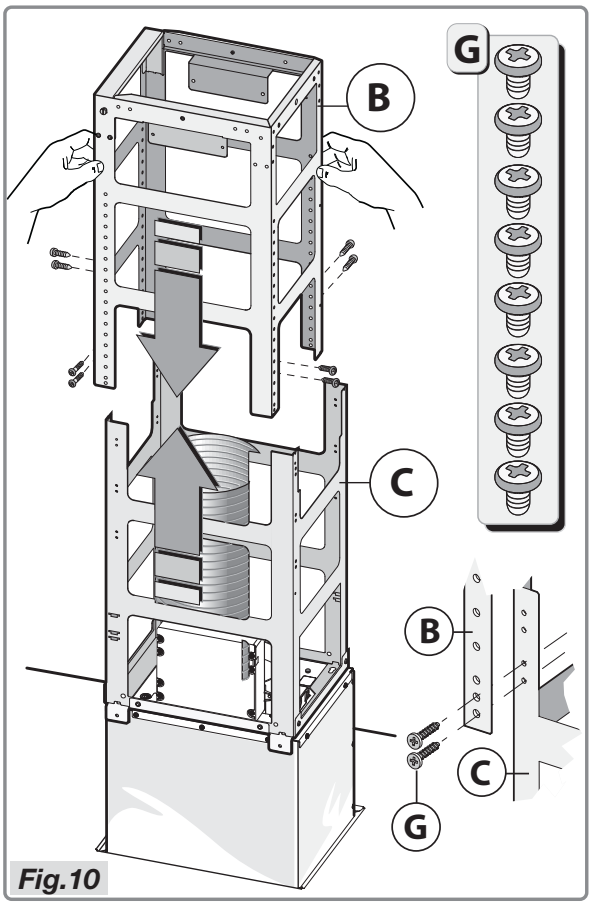

Fig.10
- Adjust the height as required, referring to the measurements in Figure 10, and fasten with the 8 screws **G** provided.